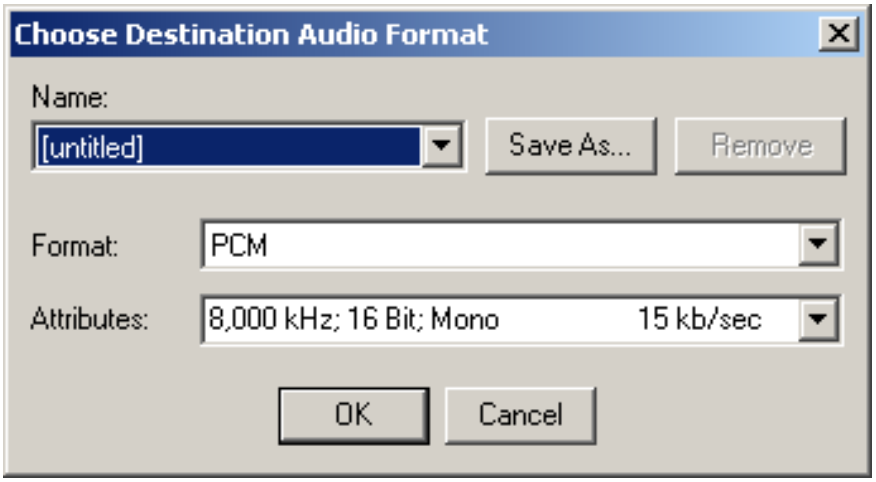

Figure 12.2-9. Selecting an archive
1. Select the device the recording was made by, and its number (Figure 12.2-9).